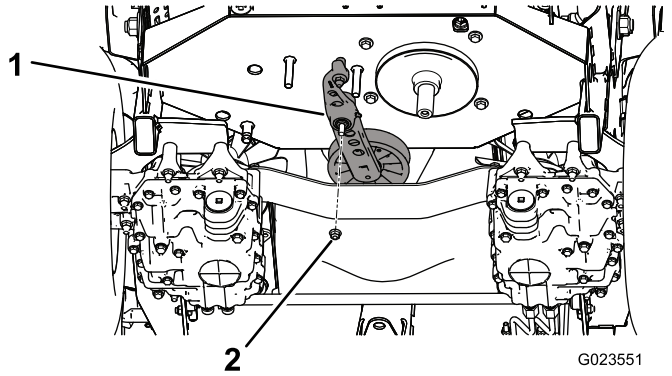

Figur 58
5. Fjern møtrikken, der fastgør spændeenheden på stellet (Figur 58).